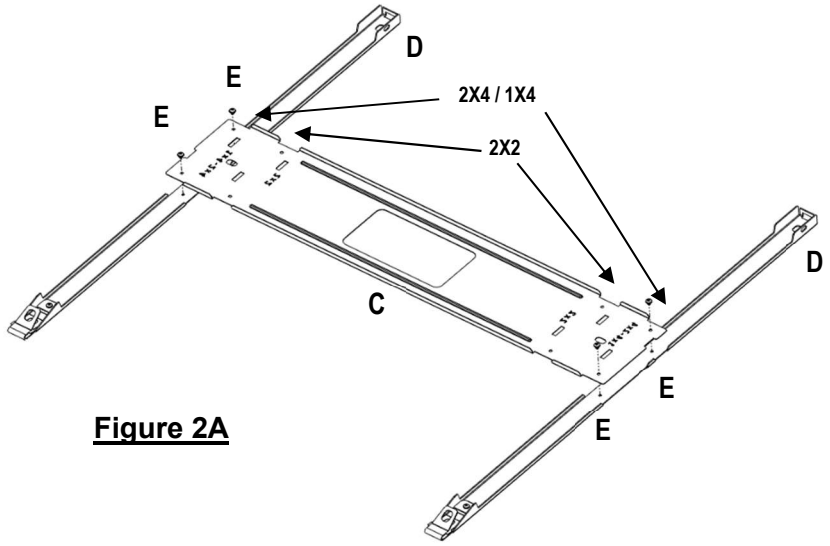

Figure 2A
- Placer les supports latéraux de suspension en veillant à positionner le côté plat vers le bas. Utiliser les pattes de positionnement pour orienter les supports latéraux. Les supports centraux de suspension ne se poseront horizontalement sur les supports latéraux de suspension qu'à condition que ces derniers soient introduits dans le sens approprié, voir Figure 2A.